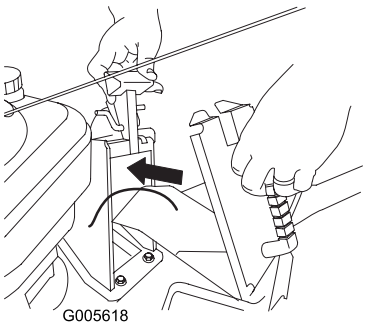

Figuur 22
1. Open de kokerdeur door de deurgreep achterwaarts te bewegen (Figuur 22).
2. Houd de deur volledig geopend en voer de tunnelafsluiter in (Figuur 22).